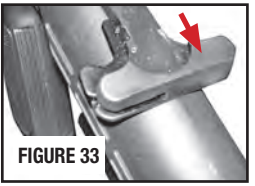

FIGURE 33
- Pull charging handle to rear and push in lower portion of bolt catch to hold bolt open (FIGURES 33 and 34).